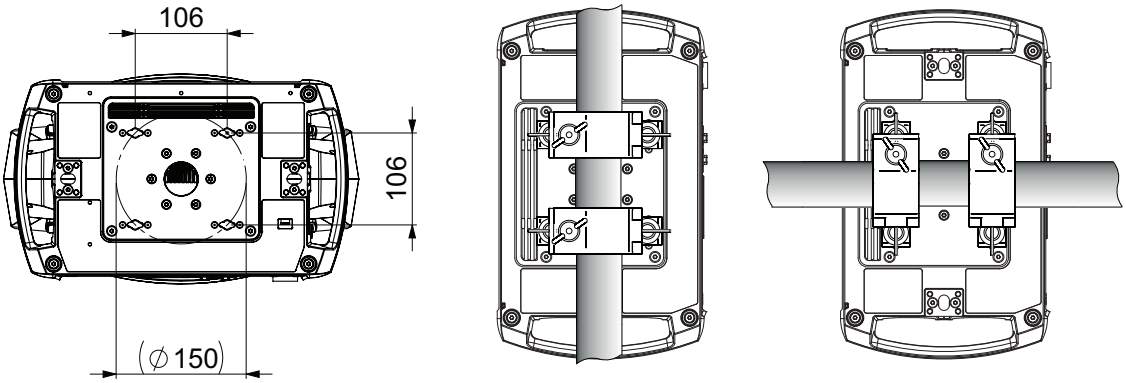

Abbildung 3: Positionen der Klemmenbügel
Die Befestigungspunkte in der Basis ermöglichen die Befestigung von Omega-Klammern und Abspannklemmen wie in Abbildung 3 dargestellt.
3. Siehe Abbildung 3 auf Seite 11. Richten Sie die erste Klemme und Halterung an 2 Befestigungspunkten in der Basis aus und stecken Sie die beiden Vierteldrehverschlüsse der Klemmenhalterung in die entsprechenden Buchsen in der Basis. Siehe Abbildung 4. Drehen Sie zum Verriegeln die Hebel an den Vierteldrehverschlüssen um volle 90° im Uhrzeigersinn. Wiederholen Sie diesen Vorgang für die zweite Klemme.